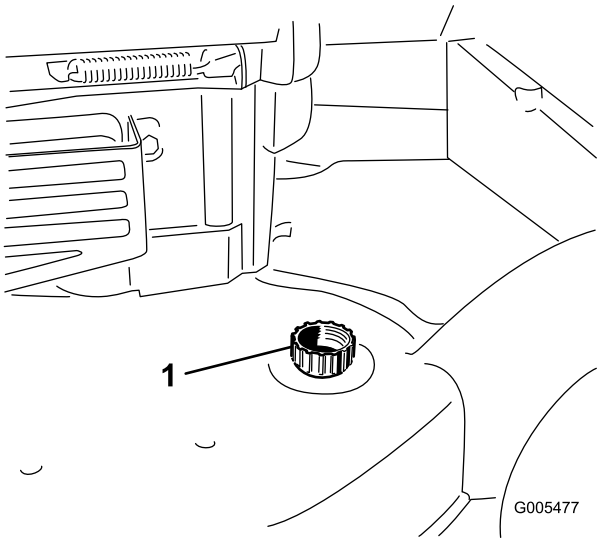

Figuur 40
3. Bevestig een tuinslang die aangesloten op een kraan, aan de wasaansluiting op de maaikast (Figuur 40).